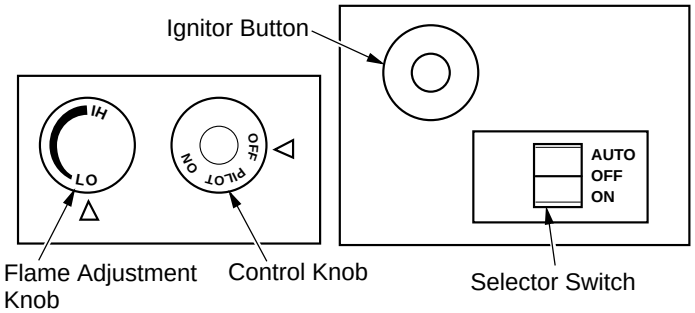

Figure 32 - Control Knob and Ignitor Button Location (Shown as Supplied, No Control Options)
5. **Wait five (5) minutes to clear out any gas. Then smell for gas, including near the floor. If you smell gas, STOP! Follow "B" in the safety information in column 2, page 15. If you don't smell gas, go to the next step.**
6. **Press in and turn control knob counterclockwise to the PILOT position. Press in control knob for five (5) seconds (see Figure 32).**